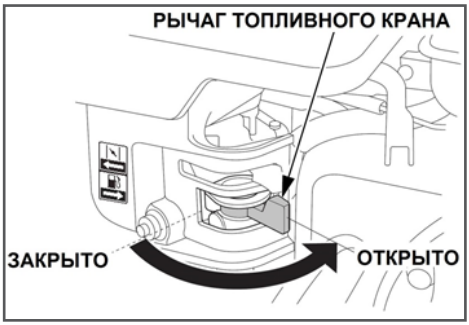

Рис. 11 Рычаг топливного крана
3. Откройте топливный кран переводом рычага вправо (Рис. 11).